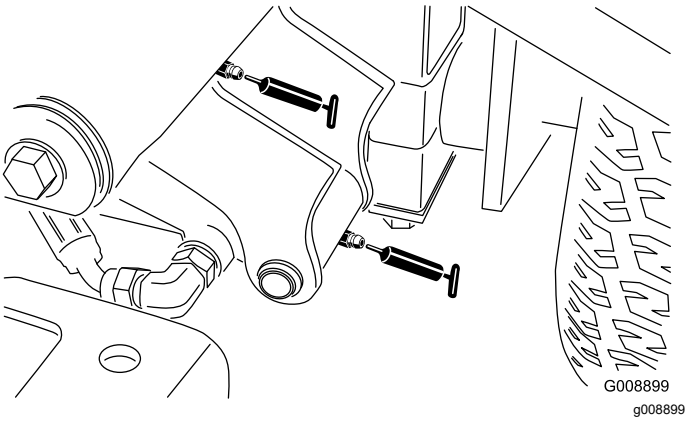

Figur 50
- Venstre fremre løftearmstapp og løftesylinder (2) (Figur 50)